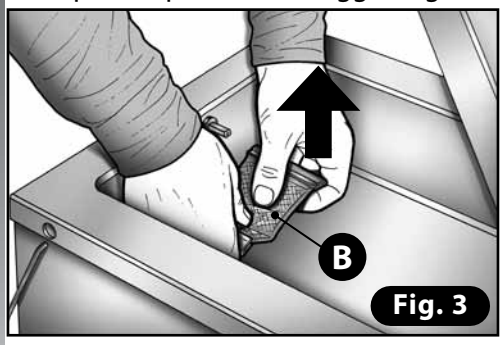

Fig. 3
4) Afferrare e tirare verso l'alto il cuscinetto sottobarra **(B - Fig. 3)**.
3) Pulire la barra saldante con alcool **(Fig. 3)**.